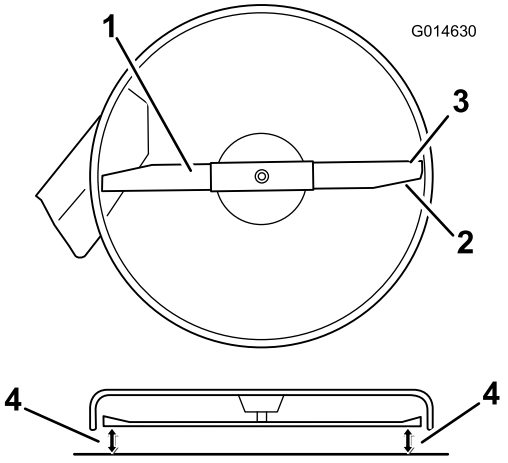
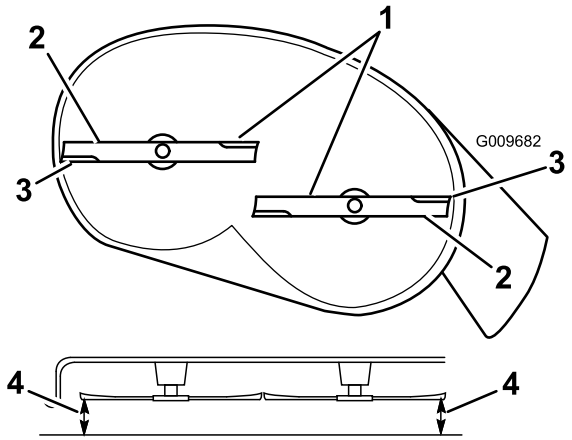

Figur 57
Figur 58
4. Drej forsigtigt skærekniven(e), så de alle er tværgående (Figur 57 og Figur 58).
5. Mål mellem de udvendige skærekanter og den plane overflade (Figur 57 og Figur 58). Hvis begge mål ikke er inden for 5 mm, er en justering nødvendig. Fortsæt med denne procedure.